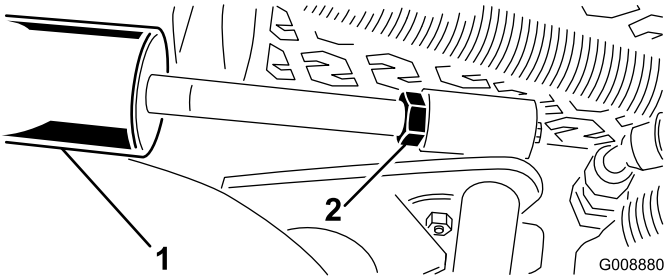

Figur 29
A. Sænk klippeenhederne, og drej kontramøtrikken på cylinderen tilbage (Figur 29).